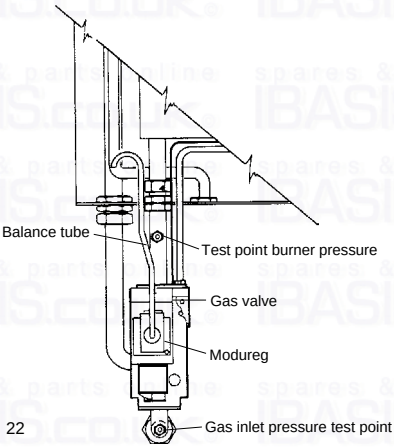

Fig. 22
b. Loosen the screw in the burner pressure test point (fig. 22) and attach a gauge.
e. Disconnect one of the wires from the «Modureg» (fig. 22), this will reduce the burner to minimum which should read 3.5 mbar +/- 0.5 mbar. If the burner pressure is not as stated check the inlet working pressure (fig. 22) which should be minimum 20 mbar. If that is correct, consult Ferroli. No attempt should be made to alter D.H.W. burner pressure.